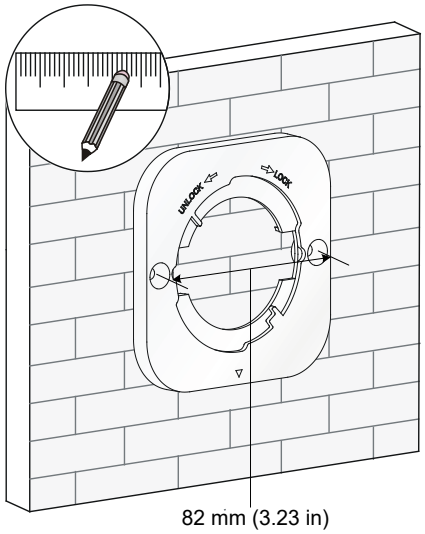

図 3-6 壁面の設置用の穴の位置のマーキング
2) 壁面/天井用ブラケットの設置用の穴を用いて、図 3-6 に示すように壁面の設置用の穴の位置をマーキングしてください。